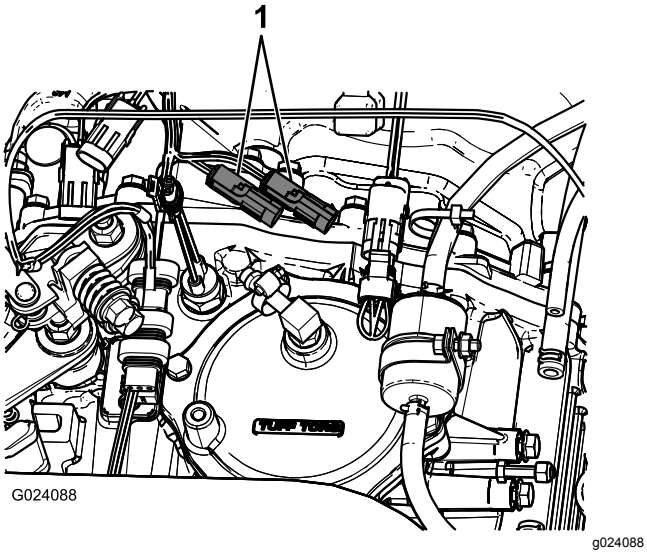

Figur 16
2. Ved maskinens transaksel kobler du 3-pinners kontakten i maskinens ledningssats for hastighetssensor til kontakten med tre sokler for sprederens ledningssats for hastighetssensor (Figur 16).